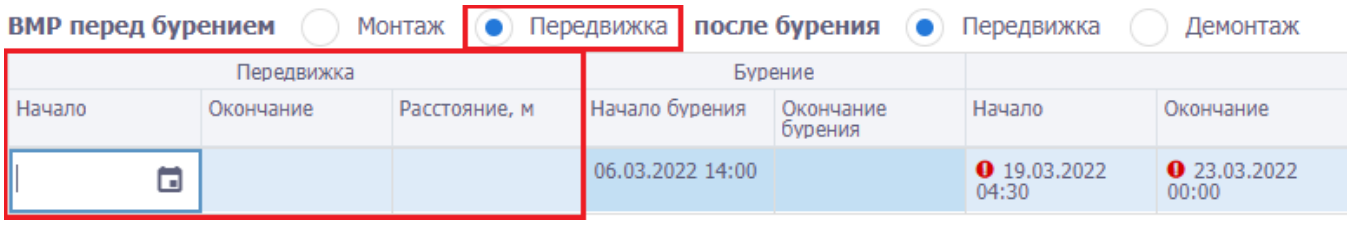

Рис. 3.26
2) Если в блоке «ВМР перед бурением» установлен переключатель «Передвижка» и сняты основные флаги – доступен блок «Передвижка» (с возможностью указать дату и время начала и окончания, и расстояние до 100м включительно) (рис. 3.26);